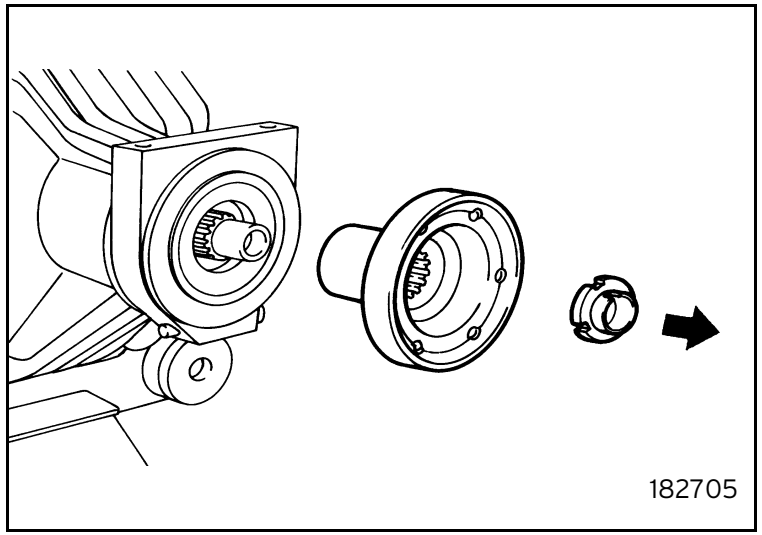

Fig. 5
- Straighten the nut caulking. Then remove the fastening ring and the propeller shaft flange (figure 5).